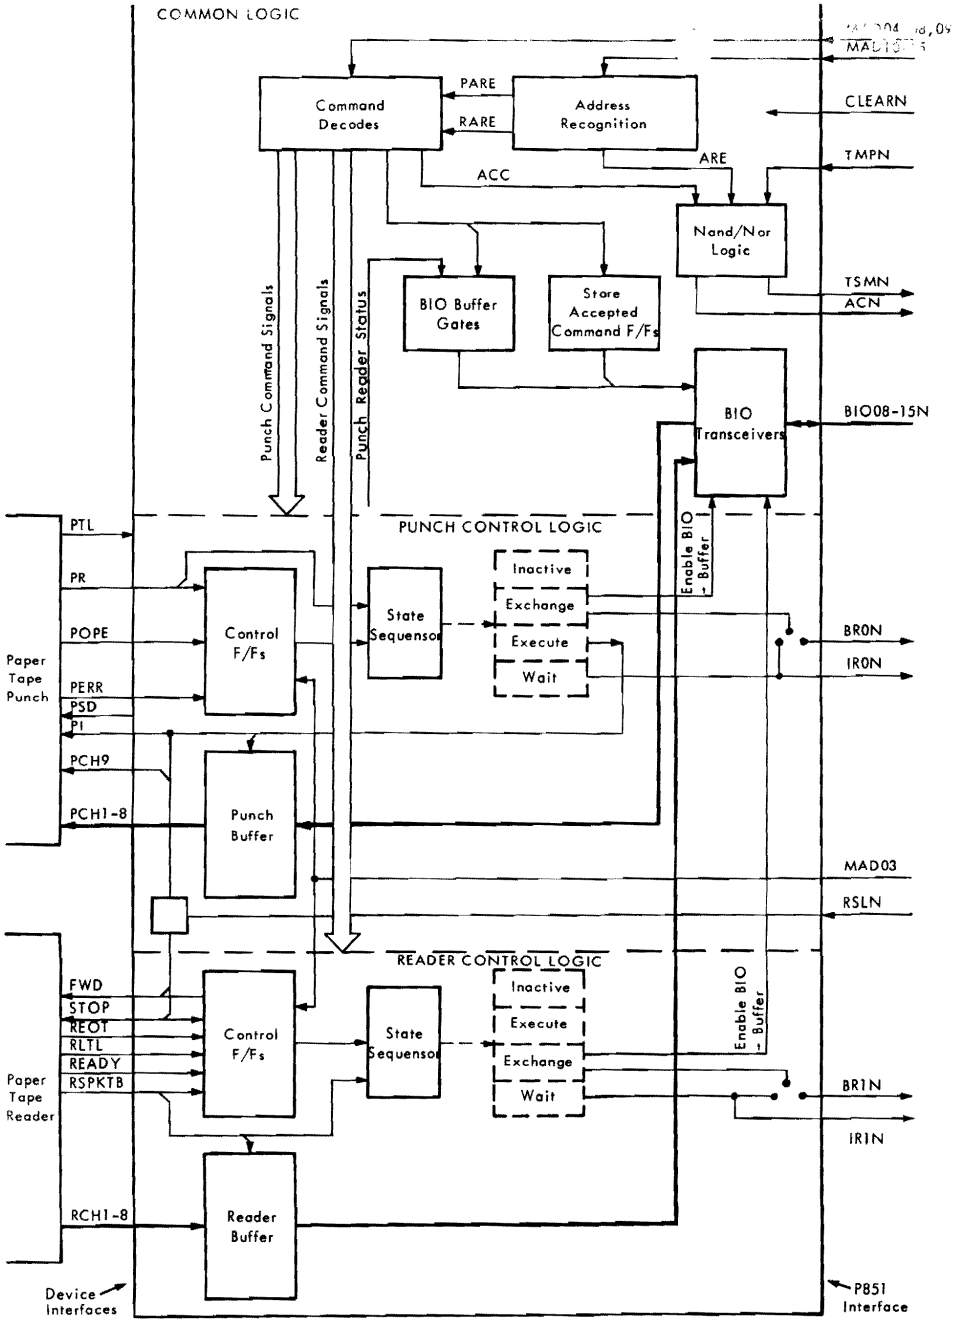

Figure 4-1 Major Logic Units and Interface Signals
4.8 MAJOR LOGIC UNITS (Figure 4-1)